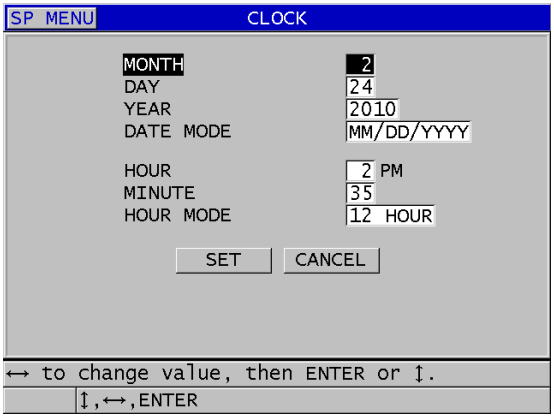

Rysunek 4-2 Wybieranie parametrów zegara
3. Na ekranie **CLOCK** (Zegar) (patrz Rysunek 4-2 na stronie 71):